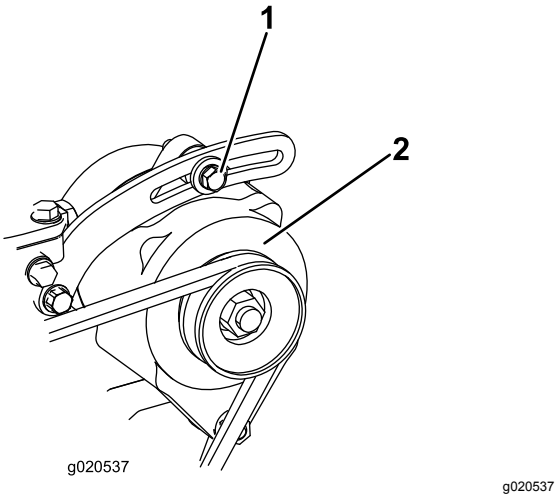

**Figur 75**
Kontrollera remmarnas tillstånd och spännkraft (Figur 75) var 100:e körtimme.
1. Lossa generatorns fästbultar (Figur 75).